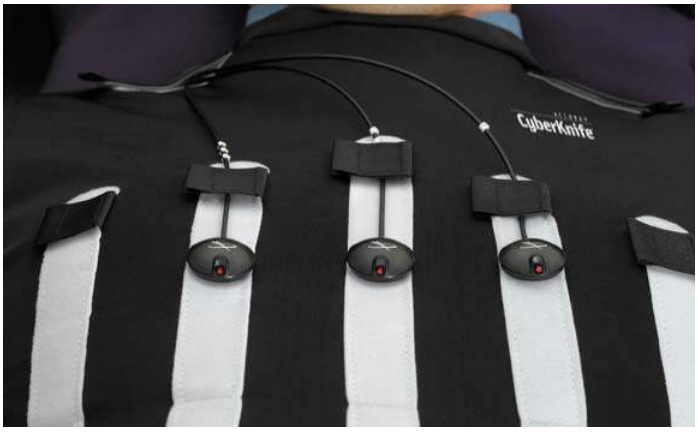

Figura 42 Marcadores de rastreamento presos ao colete
2. Prenda os 3 Marcadores de rastreamento às fitas de Velcro brancas no Colete de rastreamento do Synchrony no local de movimentação máxima do corpo devido à respiração (consulte Figura 42).
3. Prenda os cabos dos fios dos Marcadores de rastreamento usando as guias de Velcro de gerenciamento de cabo no colete. (Consulte Figura 42.)